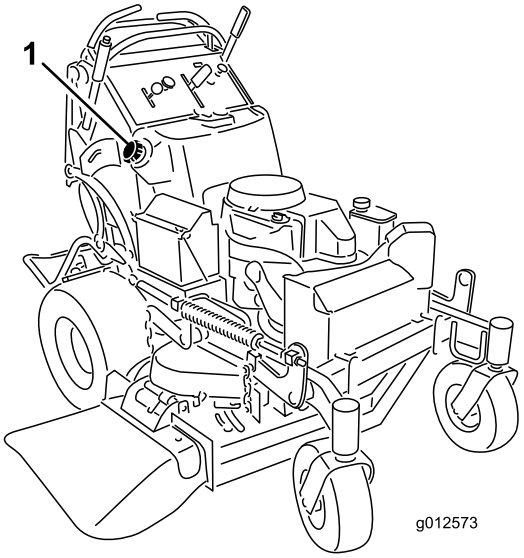

Figura 51
5. Utilizando uma bomba sifão, drene o combustível para uma lata de gasolina limpa (Figura 51).